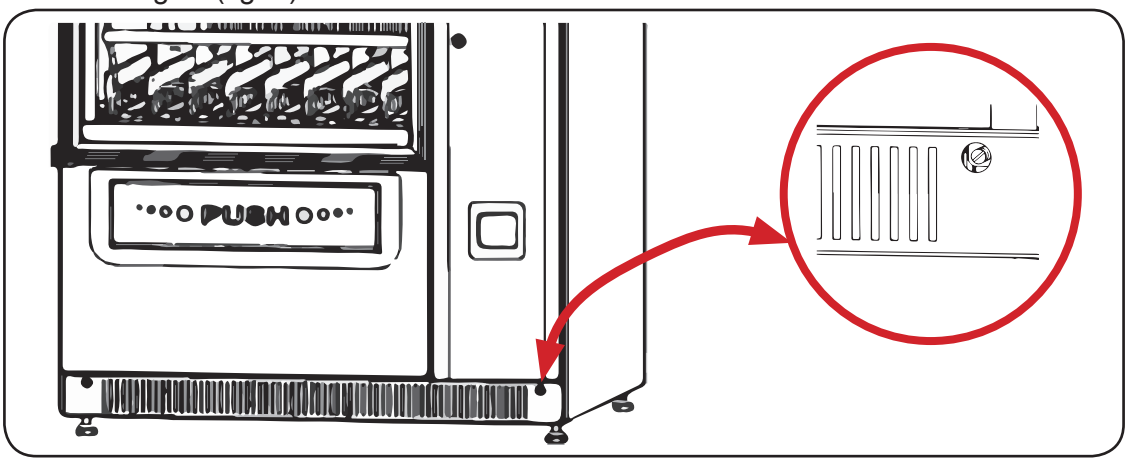

Figure 6- Installation of ventilation cover
- after the vending machine installation and levelling take the ventilation cover, packed for the duration of transportation into the product dispensing tray, and install it on the vending machine by using the screws from the fitting kit (fig. 6).